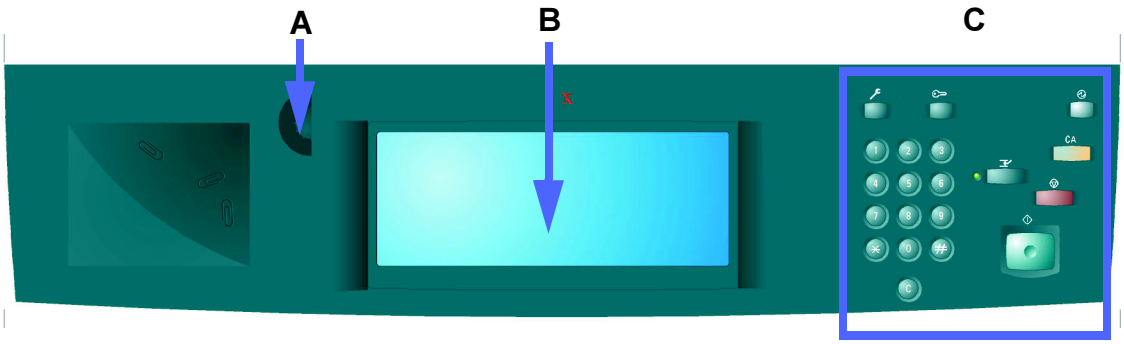

Figura 2: Painel de controlo
Tal como ilustrado na Figura 2, irá utilizar o botão de Contraste (A) no lado esquerdo do ecrã táctil (B) para tornar o ecrã táctil mais claro ou mais escuro. Se rodar o botão no sentido dos ponteiros do relógio irá escurecer o ecrã e, se o rodar no sentido contrário, irá tornar o ecrã mais claro.